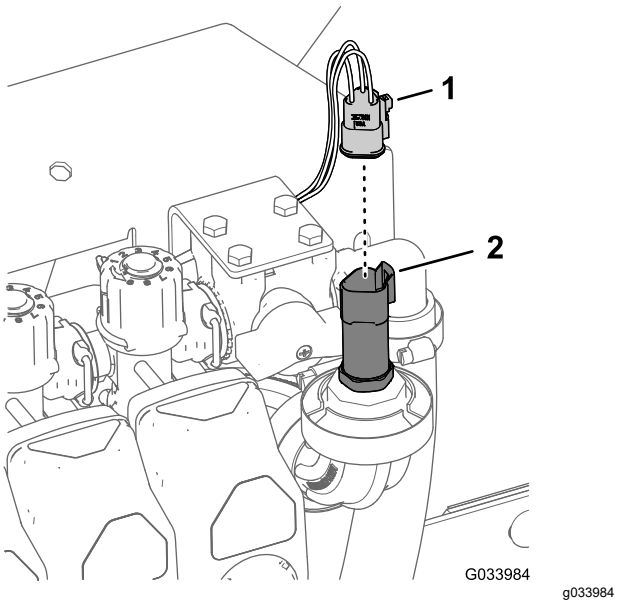

Figura 9
1. Desligue o conector de 3 tomadas para o transdutor de pressão (Figura 9).